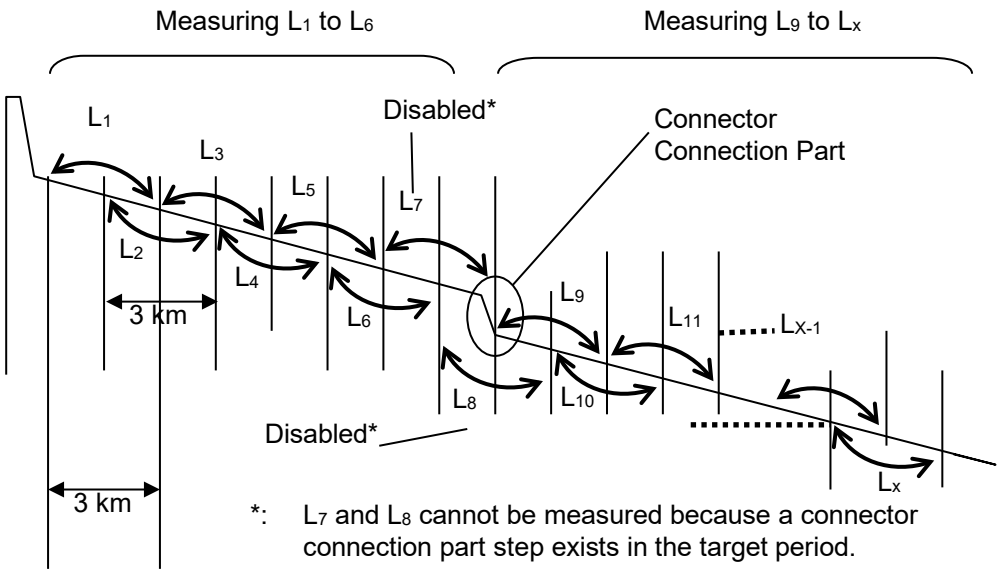

Figure 15.3.5-2 How to Measure Linearity
20. Move Marker ① to 1.5 km and Marker ② to 4.5 km by turning the rotary knob.
21. Record dB/km between ① and ②. This is L_2 in Figure 15.3.5-2.